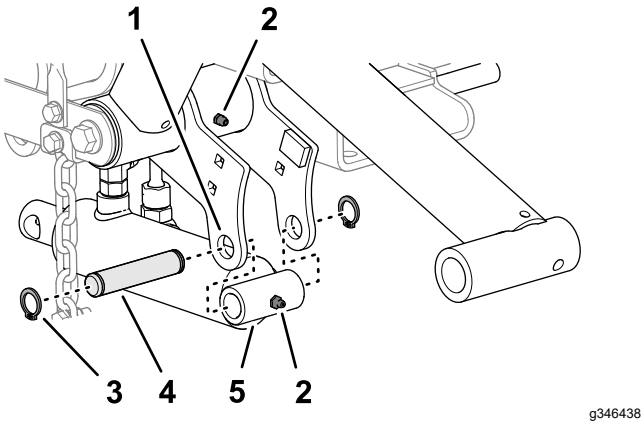

Figur 12
1. Rikta in lyftcylinderns ändlock med hålen i den vänstra lyftarmens flänsar (Figur 12).
2. Montera cylindern på flänsarna med fäststiftet och två låsringar (Figur 12).
3. Applicera litiumfett nr 2 på lyftarmens och hydraulcylinderns smörjnipplar (Figur 12).